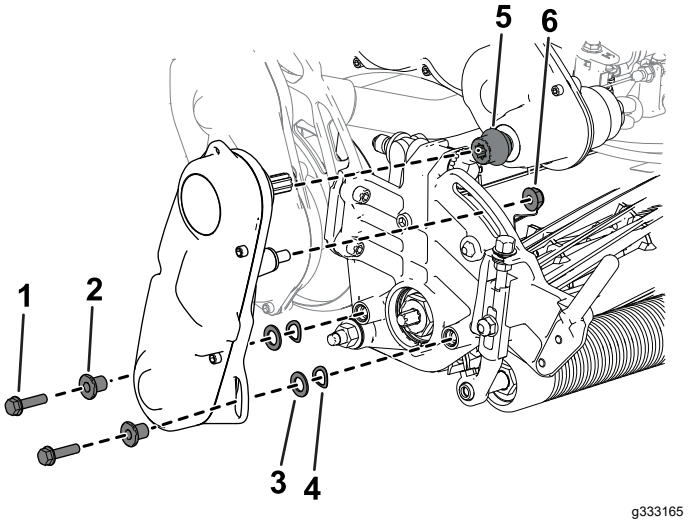

Rysunek 5
6. Zamontuj łącznik na wale napędowym przekładni (Rysunek 5).
7. Wykorzystując wcześniej odkręcone elementy mocujące, zamontuj zespół napędu wrzeciona na jednostce tnącej (Rysunek 5).
8. Upewnij się, że łącznik (Rysunek 5) może z łatwością przesuwać się do przodu i do tyłu na wale napędowym przekładni.